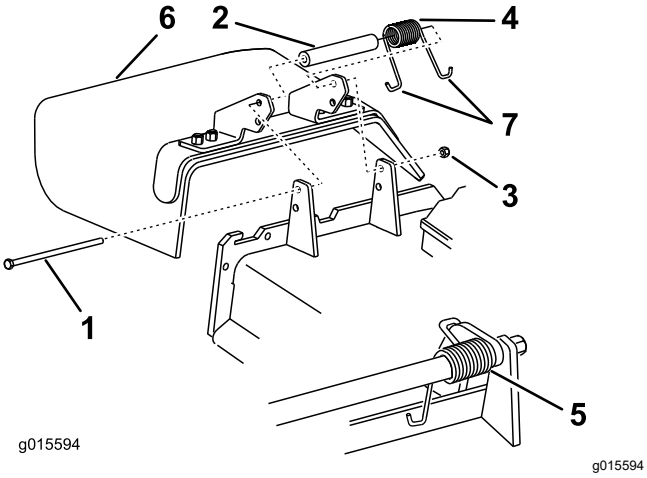

Figur 86
1. Ta bort låsmuttern, skruven, fjädern och distansbrickan som håller fast gräsriktaren på tappfästena (Figur 86).
2. Demontera den skadade eller slitna gräsriktaren (Figur 86).
Obs: Kontrollera att den ena av fjäderns **J**-formade ändar sitter bakom däckkanten innan du monterar skruven enligt Figur 86.
6. Placera fjäderns 1 **J** krokformade ände runt gräsriktaren (Figur 86).